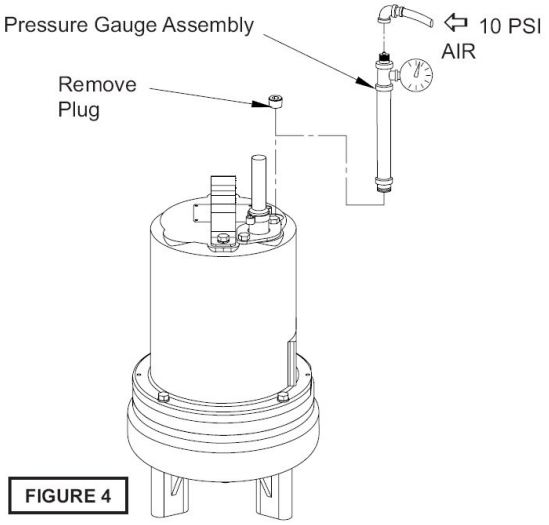

FIGURE 4
(See Figure 4).
The pressure test may be done with the oil at its normal level. Remove pipe plug (27) from motor housing (5). Apply pipe sealant to pressure gauge assembly and tighten into hole (see Figure 4). Pressurize motor housing to 10 P.S.I. Use soap solution around the sealed areas above the oil level and inspect joints for "air bubbles". For sealed areas below the oil level, leaks will seep oil.